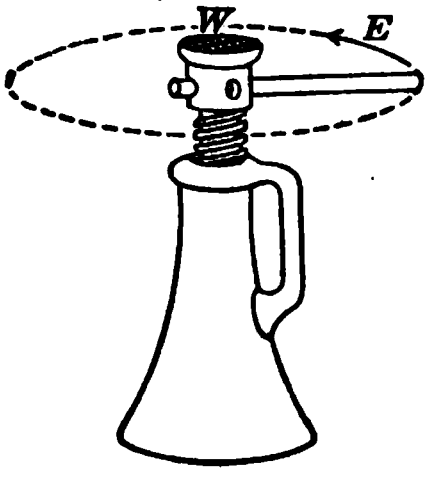

Fig. 52. Builder's jackscrew.
6. What weight can be raised by a builder's jackscrew (Fig. 52) when a force of 40 pounds is applied at the end of a lever arm 2 feet long, the pitch of the screw being 0.3 inches?
11. A builder's jackscrew (Fig. 52) is used to lift 10 tons. There are 5 threads to the inch and the radius of the effort-arm is 2 feet. The efficiency of the screw is 40%. How great a pull is required?